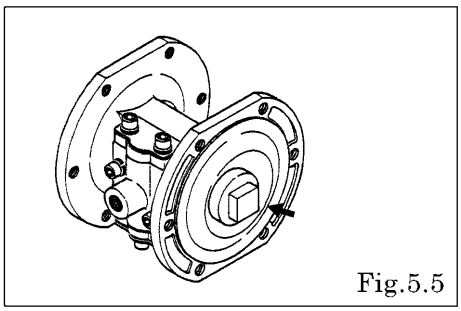

Fig.5.5
- Remove the center disk from one side. [Fig.5.5]